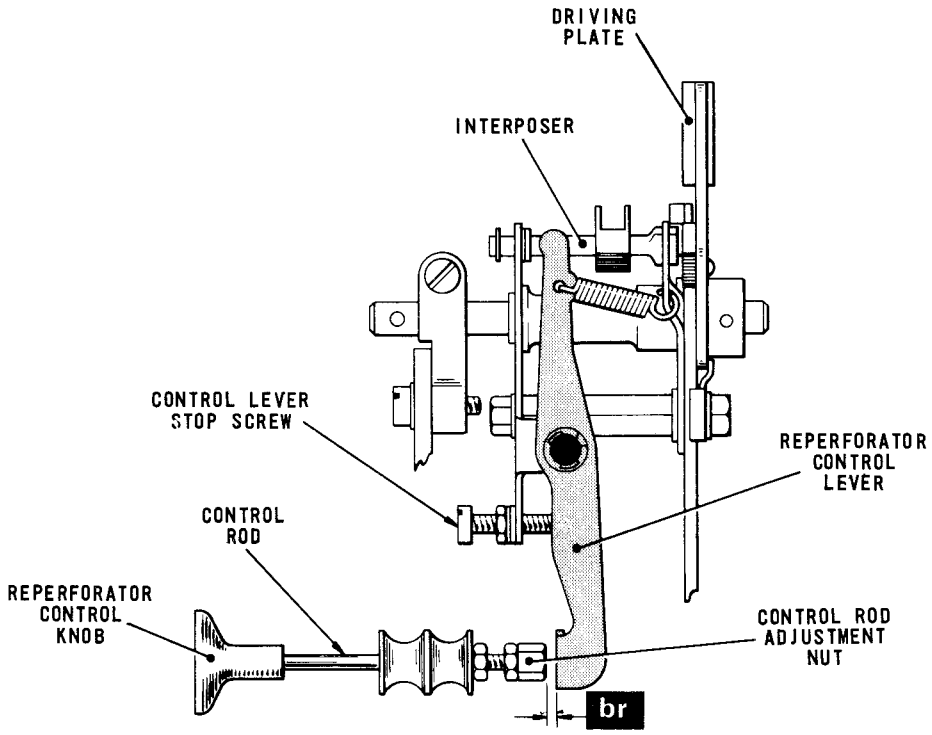
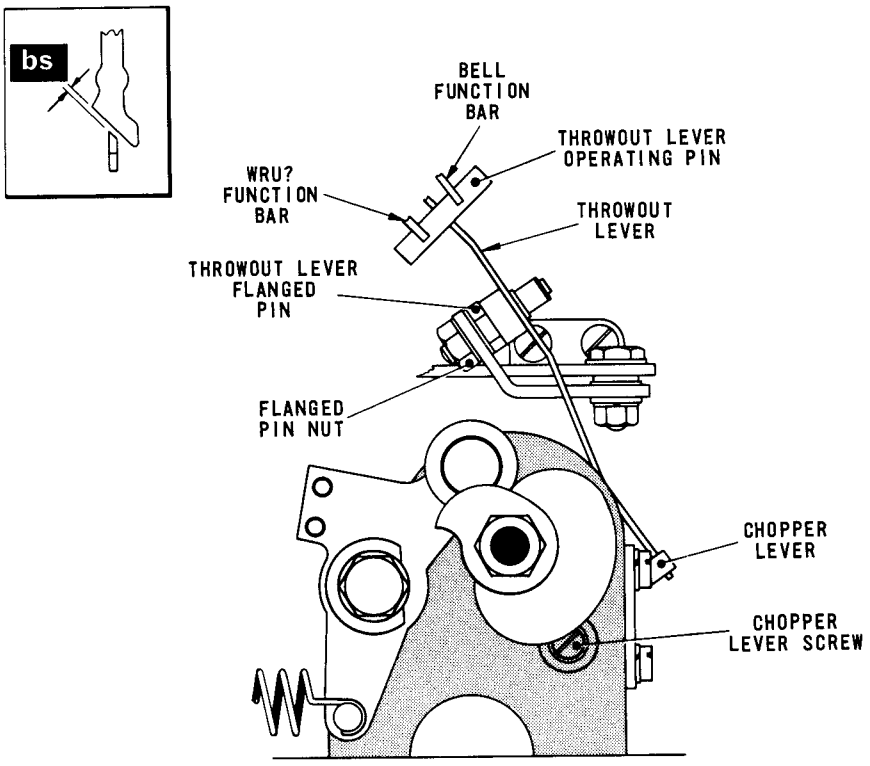

Fig. 4.80 REPERFORATOR ON/OFF CONTROL LINKAGE
Fig. 4.81 THROWOUT LEVER MECHANISM
98.1 Push the reperforator control knob, Fig.4.80, inwards to the OFF position, Check that this action disengages the interposer from the driving plate.
99.1 Pull the reperforator control knob, Fig.4.80, outwards to the ON position. Check that there is now a clearance of .005 - .020 in. (dimension 'br') between the control rod domed adjustment nut and the reperforator control lever.
100.1 With the machine in the rest condition, check that the tails of the Bell and WRU? function bars, Fig.4.81, are approximately equidistant from the operating pin of the throwout lever.
100.3 Move the shift lever, Fig.4.53, to the Figures position. Depress the Bell key or, if the machine has no keyboard, set up the Bell code (MMSMS) on the pins, Lift the translator clutch abutment and turn the machine by hand until the Bell function bar, Fig.4.81, has moved towards the rear of the machine. Check that this movement of the function bar disengages the interposer, Fig.4.80, from the driving plate.
100.5 To adjust, slacken the nut securing the throwout lever flanged pin, Fig.4.81, and reposition the pin until the condition is satisfied. Hold the pin in its new position and tighten its securing nut.
101.1 Push the reperforator control knob, Fig.4.80, inwards so that the interposer is disengaged from the driving plate. Lift the translator clutch abutment and turn the machine by hand until the function bars have moved towards the rear of the machine. Check that there is now an estimated clearance of .005 in. (dimension 'bs' - inset) between the tail of the throwout lever, Fig.4.81, and the operating face of the chopper lever.